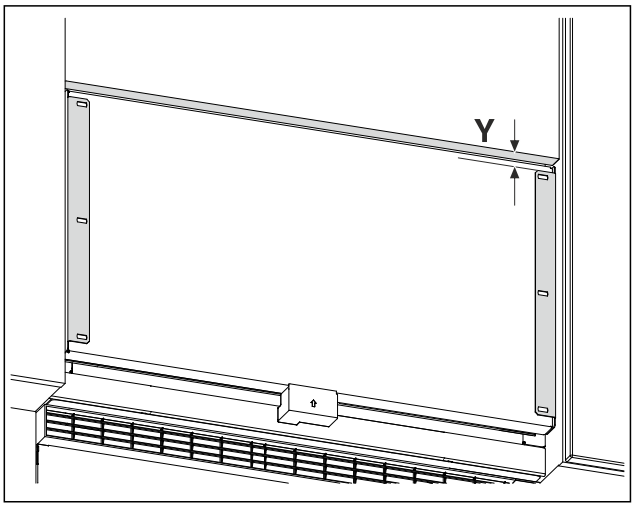

Fig. 25 Beispielhafte Darstellung
▶ Abstand *Fig. 25 (Y)* von Unterkante Möbeltür zum Haltewinkel messen.